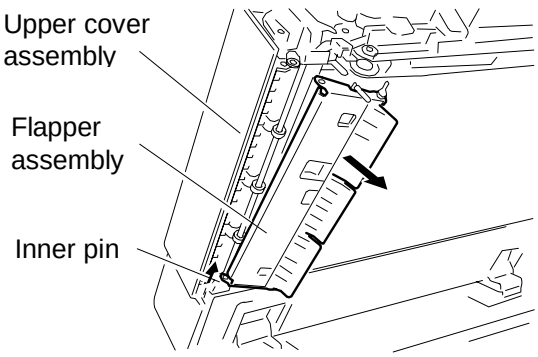

Fig. 8
7) While holding up the flapper assembly, remove the upper cover assembly and the flapper assembly from the inner pin in removing the flapper. (Fig. 8)